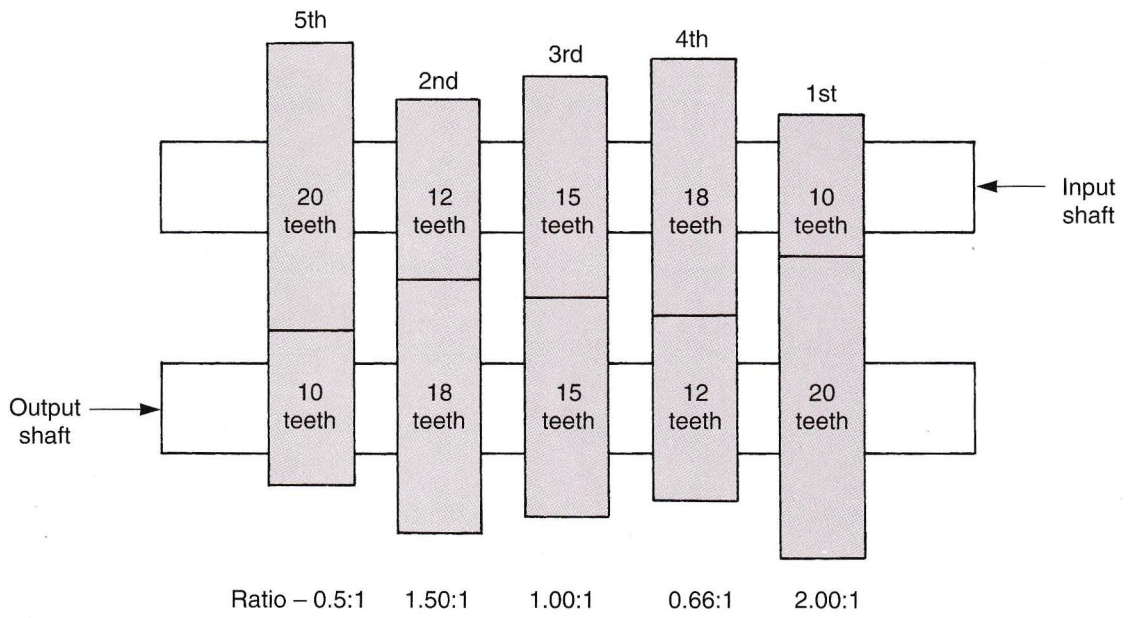

Figure 13-22. The smaller gear (1st gear) on the input shaft has the highest ratio (2:1) while the largest gear (5th gear) has the lowest ratio (.5:1).
- The larger the gear (more teeth) on the input shaft, the lower the gear ratio. The largest gear on the input shaft is high gear, **Figure 13-22.**